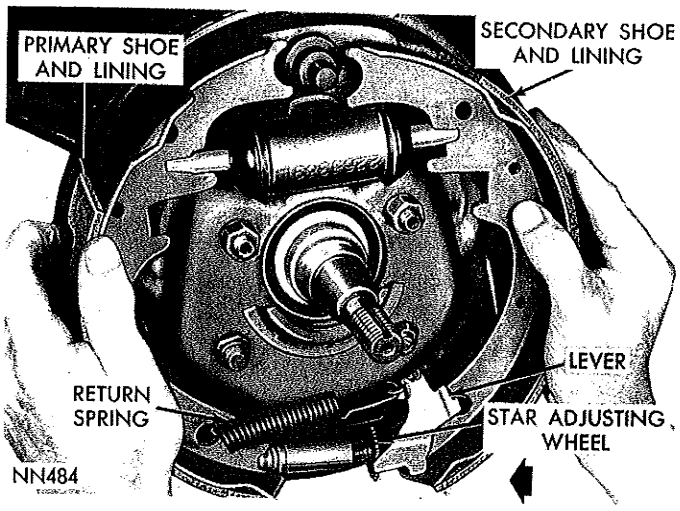

*Fig. 8—Installing Brake Shoes (Left Front)*
(3) Overlap anchor ends of primary and secondary brake shoes and install adjusting spring and lever.
(4) Spread anchor ends of brake shoes to maintain adjusting lever and spring in position.
(5) Holding brake shoes in their relative position, place brake shoe assembly on support and over anchor pin (Fig. 8). Remove Tool C-416.
(6) Install nails, cups, springs and retainers.
(7) Install anchor pin plate.
(8) Install cable guide in secondary shoe and place "eye" of adjusting cable over anchor pin.
(9) Install return spring in primary shoe. Using Tool C-3785, slide spring over anchor. (Be sure cable guide remains flat against shoe web.)